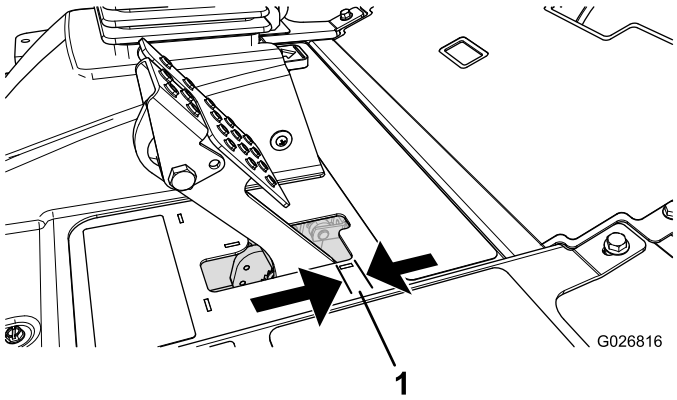

Figuur 66
Stel de remmen af als de rempedaal meer dan 25 mm speling heeft (Figuur 66), of als er meer remkracht nodig is. Met speling wordt de afstand bedoeld die het rempedaal wordt ingetrapt voordat er remweerstand wordt gevoeld.
2. Draai de achterste moer vast om de kabel naar achteren te halen totdat de rempedalen 6 tot 13 mm speling hebben (Figuur 66) voordat het wiel blokkeert.